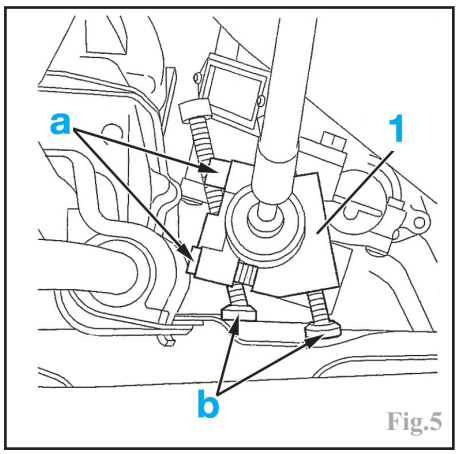

Fig.5
Bloquer la biellette gauche sur la crémaillère à l'aide de l'outil (1) référencé **0721.B** en serrant en "a" (Fig.5).